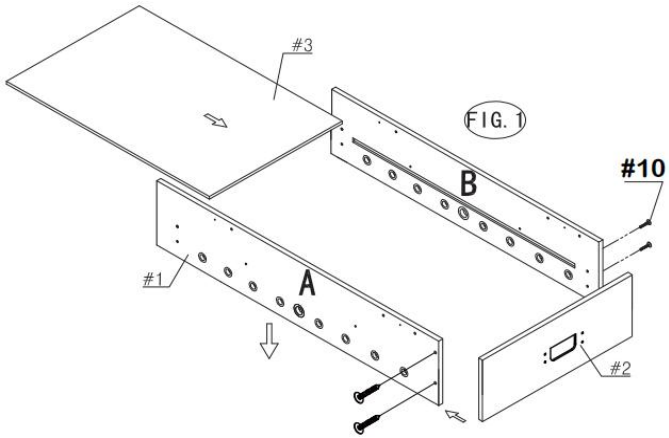

ABB. 2.
6) Platzieren Sie die Stützstrebe (Nr. 7) wie in Abb. 2 gezeigt auf dem Spielfeld (Nr. 3). Befestigen Sie sie mit vier Schrauben. Unterlegscheiben-Kopfschrauben (#12).